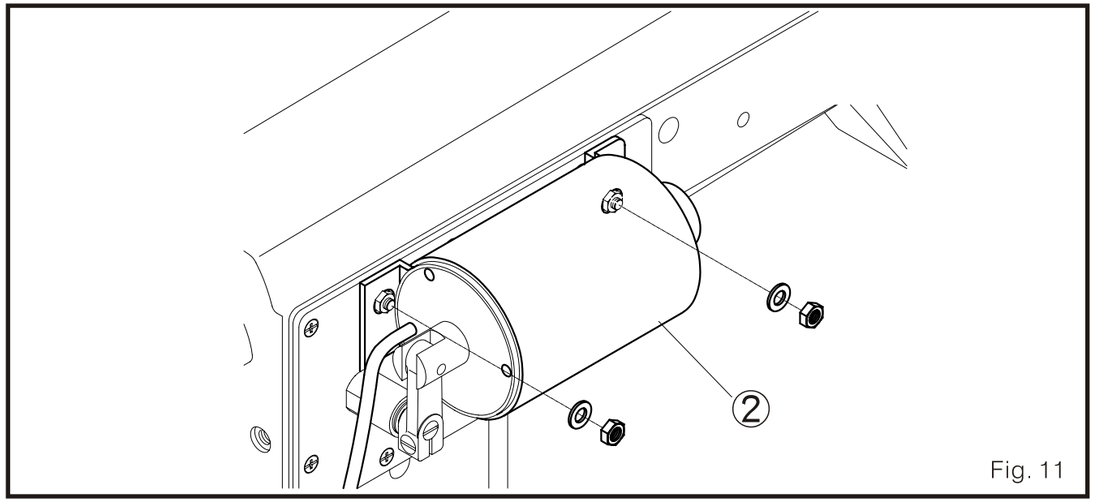

Fig. 11
d. Ensamble las partes electromagnéticas. (Fig. 11)